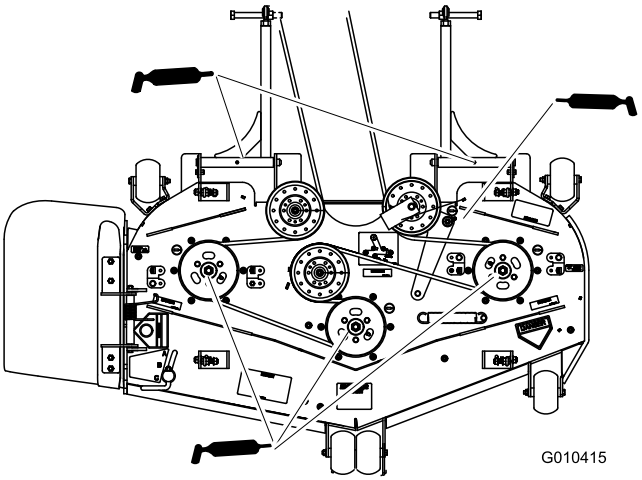

**Figur 35**
4. Smør de tre spindellejer under remskiverne, indtil der kommer fedt ud af de nederste tætninger (Figur 35).
5. Smør styrearmen på plæneklipperskjoldet (Figur 35).
6. Smør fittingerne på løftearmene (Figur 35).